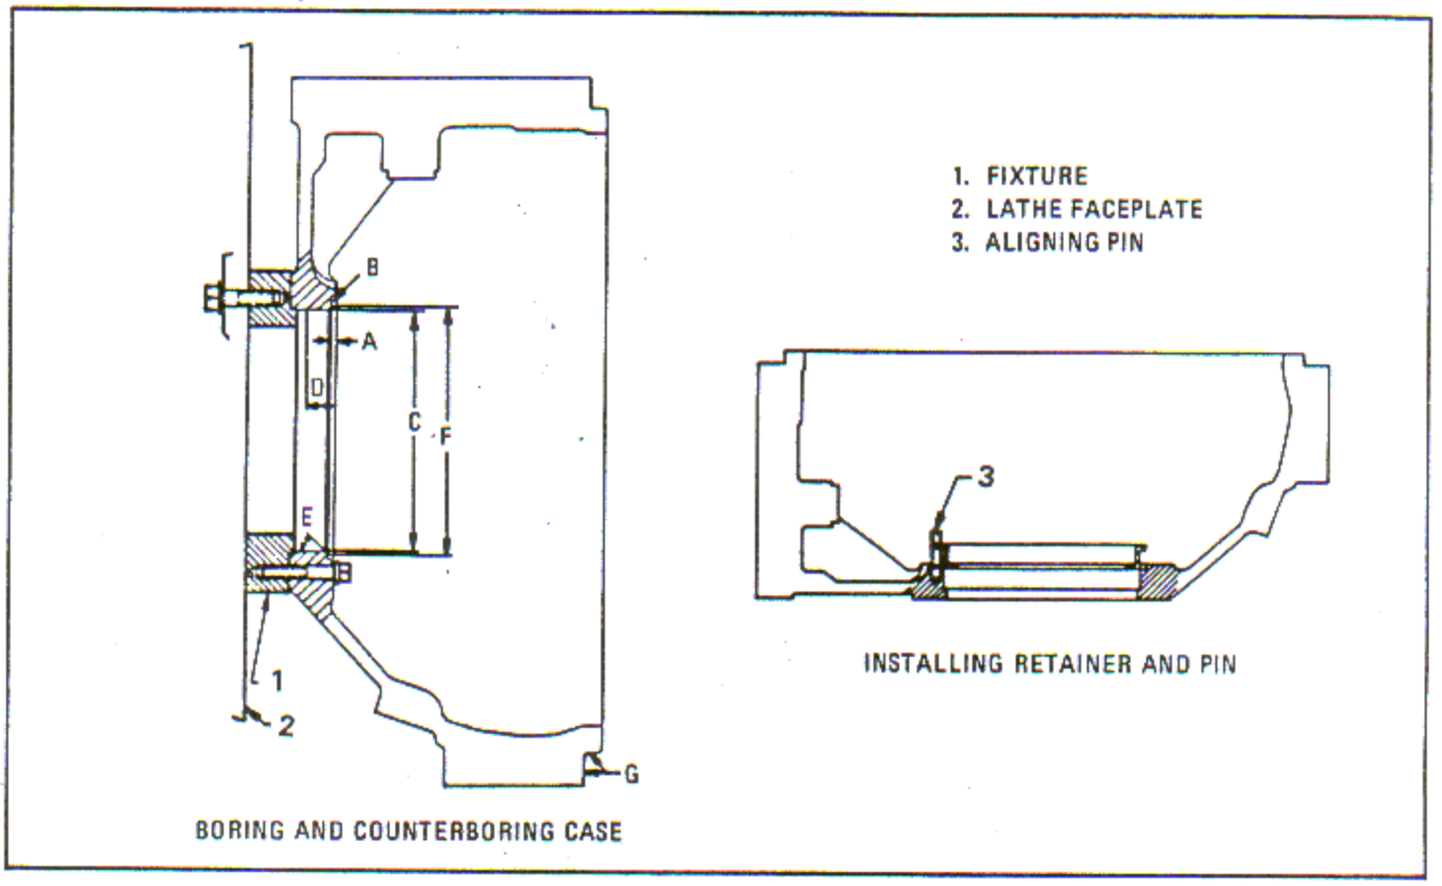

Figure 6-35. Boring Base for Oversize Retainer and Installing Retainer and Dowel Pin
b. Mount fixture (1, figure 6-35) to a suitable lathe faceplate (2). Indicate the pilot to run true within 0.001 inch full indicator reading and clamp securely. Clamp crankcase front section lightly to the fixture. Indicate surface G to run true within 0.0005 inch full indicator reading. Shims up to 0.010 inch may be required between the fixture and the thrust cover mounting surface to indicate surface G within 0.0005 inch full indicator reading. Clamp crankcase front section securely to the fixture.
d. Insert the thrust bearing retainer in the crankcase front section with the bar engaging the retainer flange slot. Press the retainer down firmly on the face of the case and immediately remove the bar and drive the dowel pin (3, figure 6-35) in about half way. Continue to press down on the retainer flange until the retainer is tight in the case. Drive the pin to full depth so that the top of the pin is 0.010 - 0.030 inch below the outer face of the retainer flange.